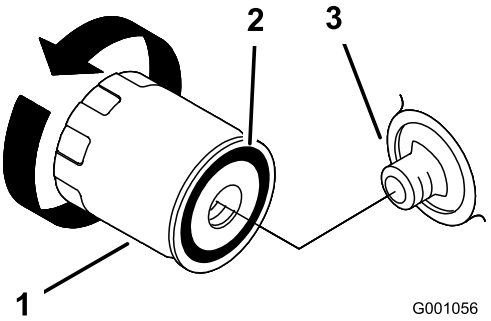

Figuur 21
2. Verwijder het oude filter en veeg de pakking van de filtertussenstuk (Figuur 21) schoon.
3. Smeer een dun laagje schone olie op de rubberen pakking van het nieuwe filter (Figuur 21).
4. Plaats het nieuwe filter op het filtertussenstuk, draai het oliefilter rechtsom totdat de rubberen pakking contact maakt met het filtertussenstuk. Draai het filter vervolgens nog een extra 2/3 tot 1 slag vast (Figuur 21).